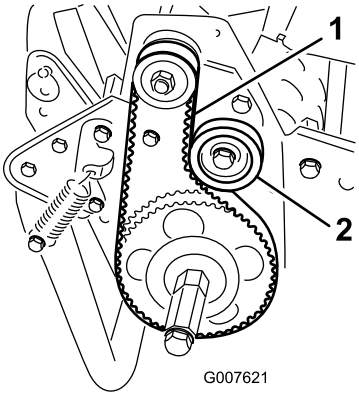

Figur 37
2. Kontroller hvor stram remmen er ved å presse på mellomspennet (Figur 37) med en kraft på 18–22 N.
A. Løsne monteringsmutteren på lederullen, og vri lederullen med klokken mot baksiden av remmen helt til du oppnår ønsket remspenning (Figur 37).